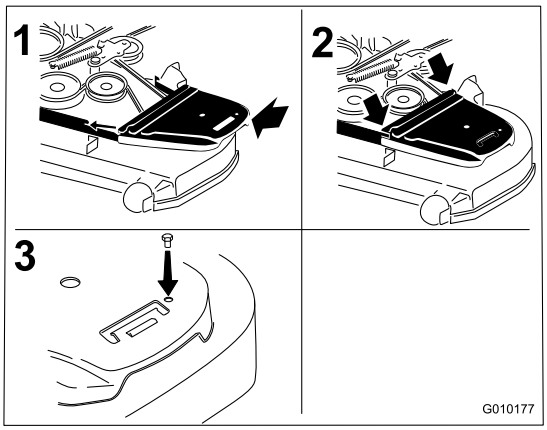

Figur 78
12. Monter remskærmene (Figur 78).